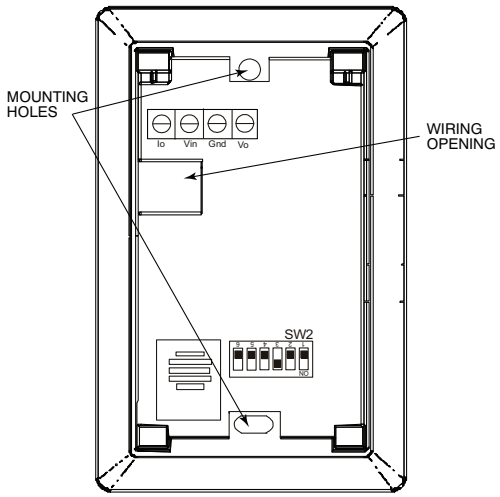

Fig. 52 - Space Relative Humidity Sensor Installation
If the sensor is installed directly on a wall service, install the humidity sensor using 2 screws and 2 hollow wall anchors (field supplied). Do not over tighten screws. See Fig. 52.
1. At the sensor, remove 4 inches fo the jacket from the cable. Strip ¼ inch of insulation from each conductor. Route the cable through the wire clearance opening in the center of the sensor. See Fig. 52.